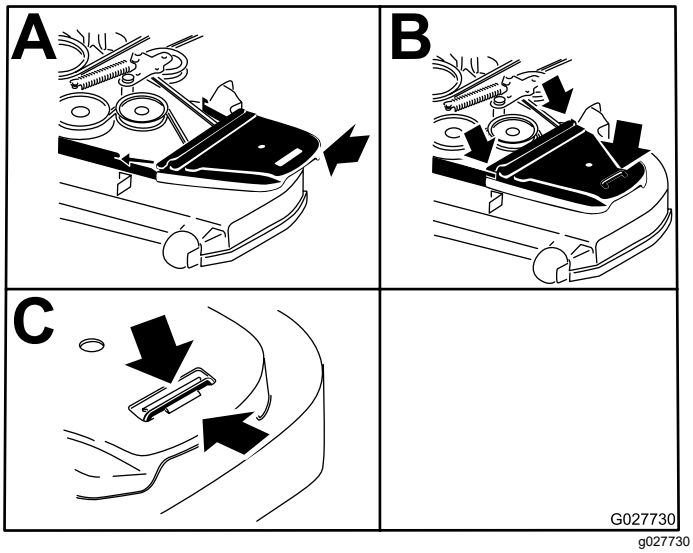

Figur 92
11. Monter remskærmene (Figur 92).